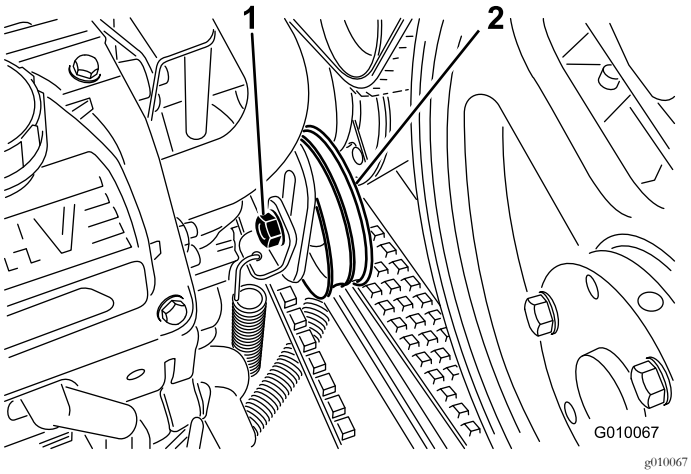

Figur 57
4. Løsne pumperemmens tomgangsskrue akkurat nok til å tillate bevegelse i justeringsslissen (Figur 57).